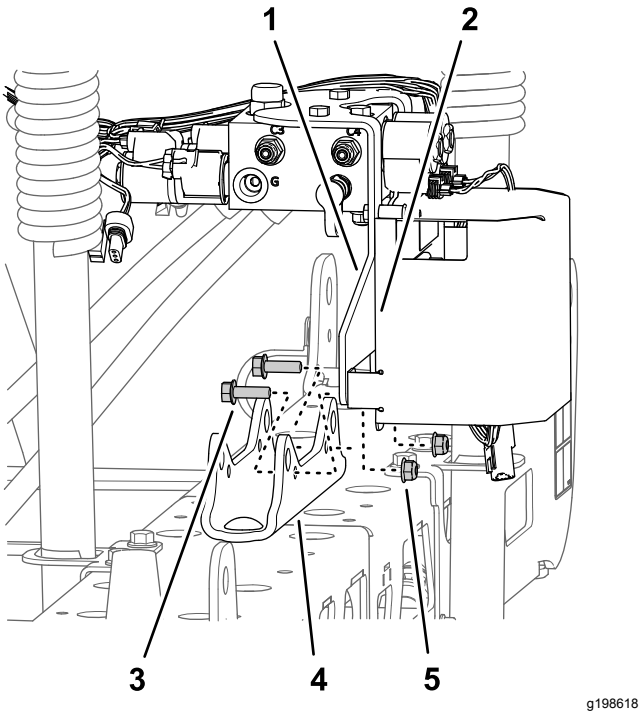

Figuur 42
- **Voor machines met optionele nivelleerset voor de ultrasone spuitboom:** Verwijder de 2 flensborgmoeren (5/16 inch) en 2 flenskopbouten (5/16 x 1 inch) waarmee de steunbeugel voor het verdeelstuk van de spuitboom en de TEC-controllerbeugel zijn bevestigd aan de cilinderbevestiging, en verwijder het verdeelstuk en de beugel van de cilinderbevestiging (Figuur 42).